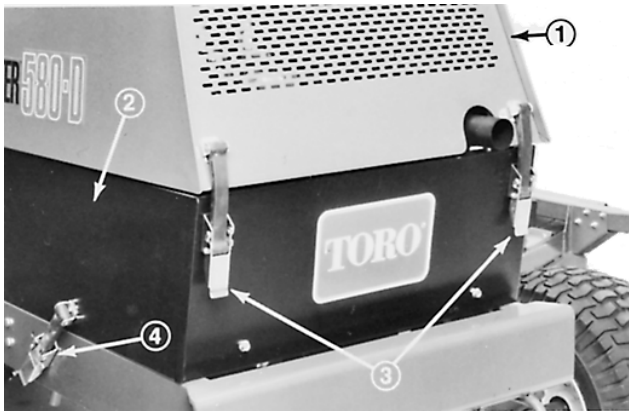

Afbeelding 1
1. Open de kap en het linkerzijpaneel van de motor (Afb. 1). Til de kap omhoog, houd deze met een kapsteun open en verwijder het linkerzijpaneel. Let erop dat de kapsteun stevig vastzit in een van de bevestigingsbeugels op de kap.
2. Open de kap en houd deze met een kapsteun open (Afb. 1). Let erop dat de kapsteun stevig vastzit in een van de bevestigingsbeugels op de kap.